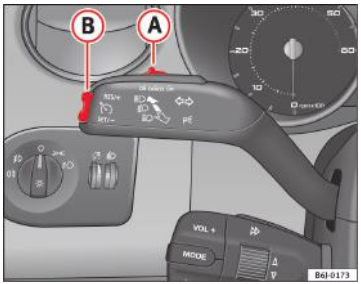

Fig. 115 Maneta pentru semnalizarea direcției și faza lungă: comutatorul și comutatorul basculant pentru tempomat
- când maneta (A) este deplasată în direcția **OFF** (dezactivat), fără a fi cuplată complet.
Pentru reactivarea tempomatului, eliberați pedala de frână sau de ambreiaj sau reduceți viteza automobilului sub 180 km/h și apăsați o dată partea superioară a comutatorului basculant **RES** ⇒ fig. 115 (B).